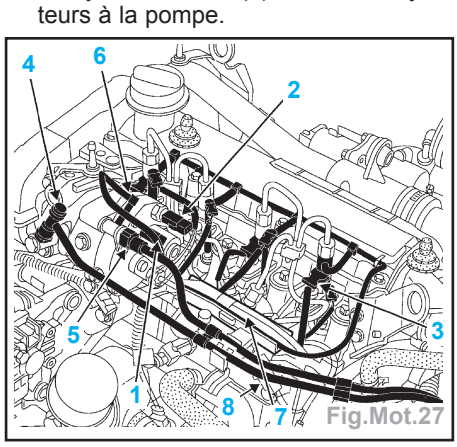

Fig.Mot.27
• les connecteurs de l'actuateur de débit (1) (Fig.Mot.27),
• les connecteurs de la sonde de température de gazole (2),
• les connecteurs des injecteurs (3),
• sur la pompe, les tuyaux d'alimentation (4) et de retour (5),
• le tuyau de retour (6) reliant les injecteurs à la pompe.
• la goulotte (**7**) située sur la rampe haute pression (Fig.Mot.27),
• le tuyau de retour de carburant (**3**) (Fig. Mot.27),